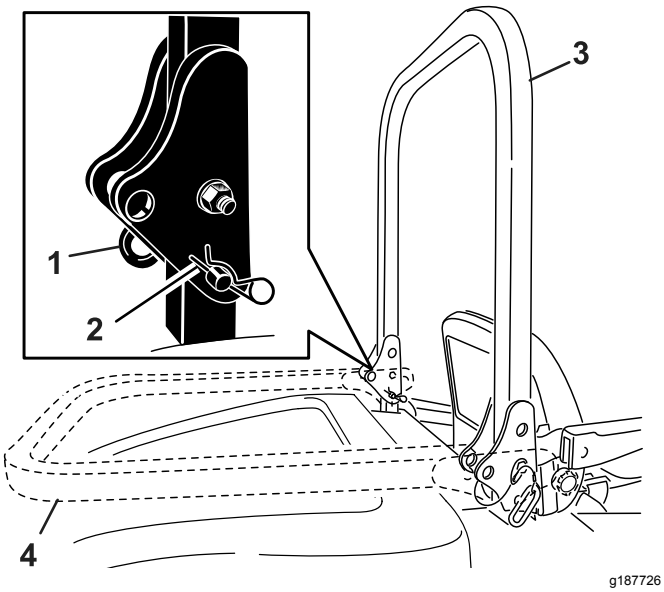

Figure 12
2. With the roll bar in the raised position, remove the hairpin cotters and the 2 pins (Figure 12).